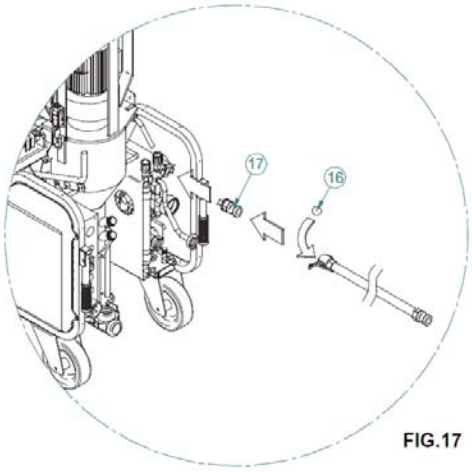

FIG.17
Remove the mixer and clean. Clean the mixing zone with a brush. Insert the scraper (ref.15) as shown in fig.17 , close the mixing chamber, turn the main switch to the correct position (blue lamp ON) and then press the start pushbutton. Leave running for 5-10 seconds, until the mixing chamber is completely clean.
Proceed with pipeline cleaning. Insert a washing sponge (ref.16) at the start of the pipeline, connect the material delivery hose to the mortar hose-water hose coupling (ref.17), and then connect the latter to the auxiliary water valve. Insert the water pump and open the auxiliary water valve until the washing sponge comes out from the other end (fig.17).